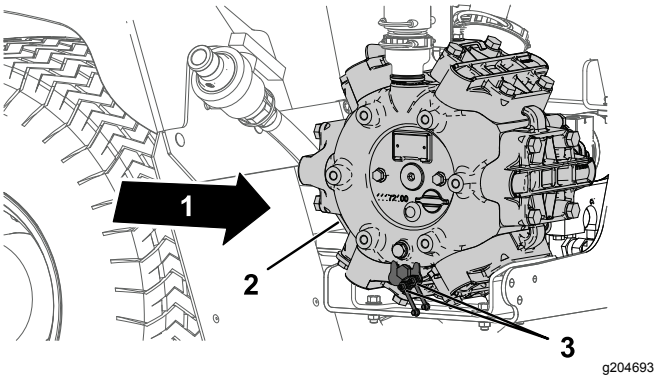

Figur 62
1. Torka av de två fjärrsmörjnipplarna (Figur 62).
2. Pumpa in fett i fjärrsmörjnippeln (Figur 62).